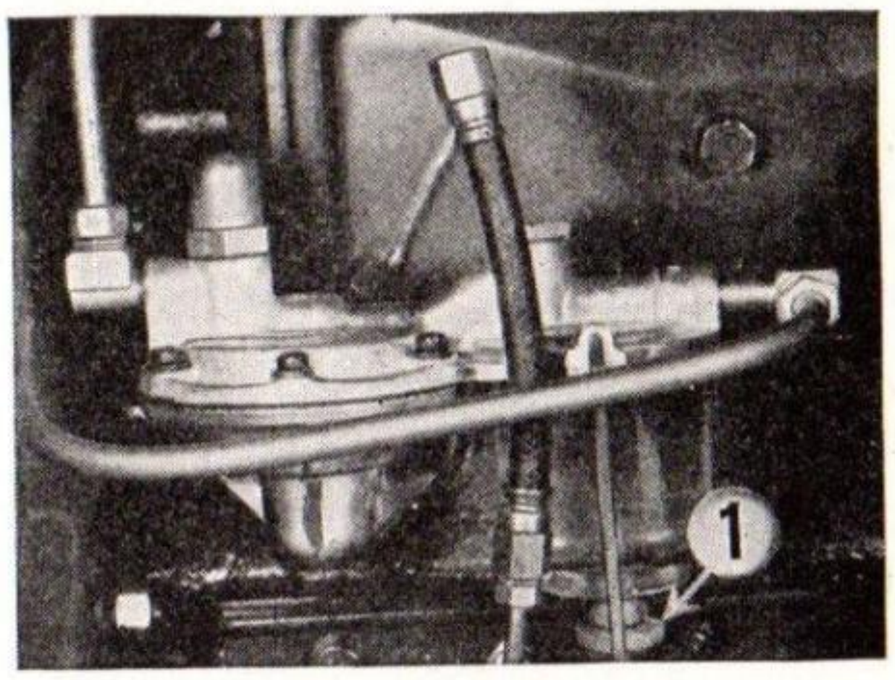

Fig. 23
FUEL PUMP—Fig. 23: The fuel pump is provided with a strainer bowl, to prevent dirt from the gas tank reaching the carburetor. The strainer bowl should be removed at intervals, by loosening screw (1) Fig. 23, and the bowl cleaned out. In replacing, tighten screw securely, and be sure that gasket is in position.